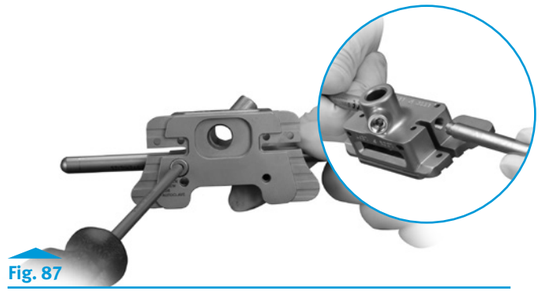

Fig. 87
- Screw the Mini Handles into the side of the appropriate (left or right) LCCK 6° Distal Femoral Guide **(Fig. 87)**.
- Attach the Plus 1mm Cut Block to the femoral guide **(Figs. 87 and 88)**.